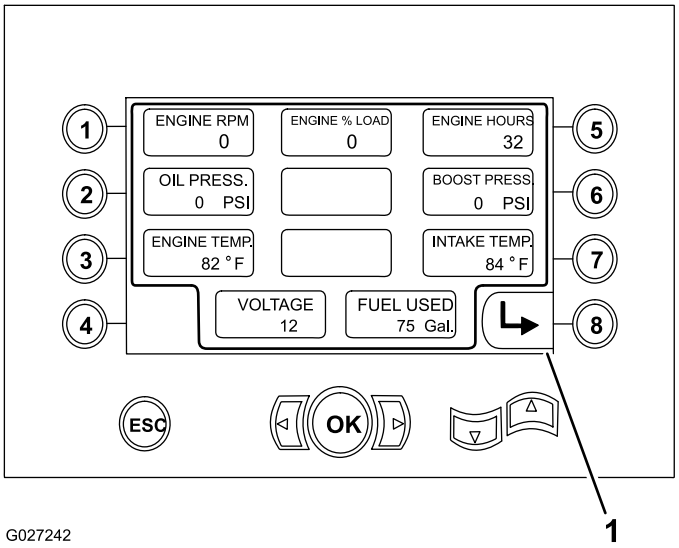

Рисунок 37
- Частота вращения двигателя в об/мин (Рисунок 37)
- Процент нагрузки двигателя (Рисунок 37)
- Наработка двигателя в часах (Рисунок 37)
- Сигнальные лампы давления масла и наддува (Рисунок 37)
- Температура охлаждающей жидкости двигателя и температура на входе (Рисунок 37)
- Напряжение (Рисунок 37)
- Количество израсходованного топлива (Рисунок 37)